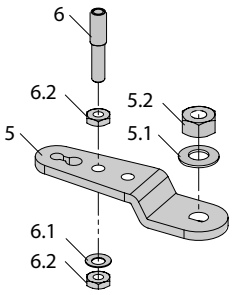
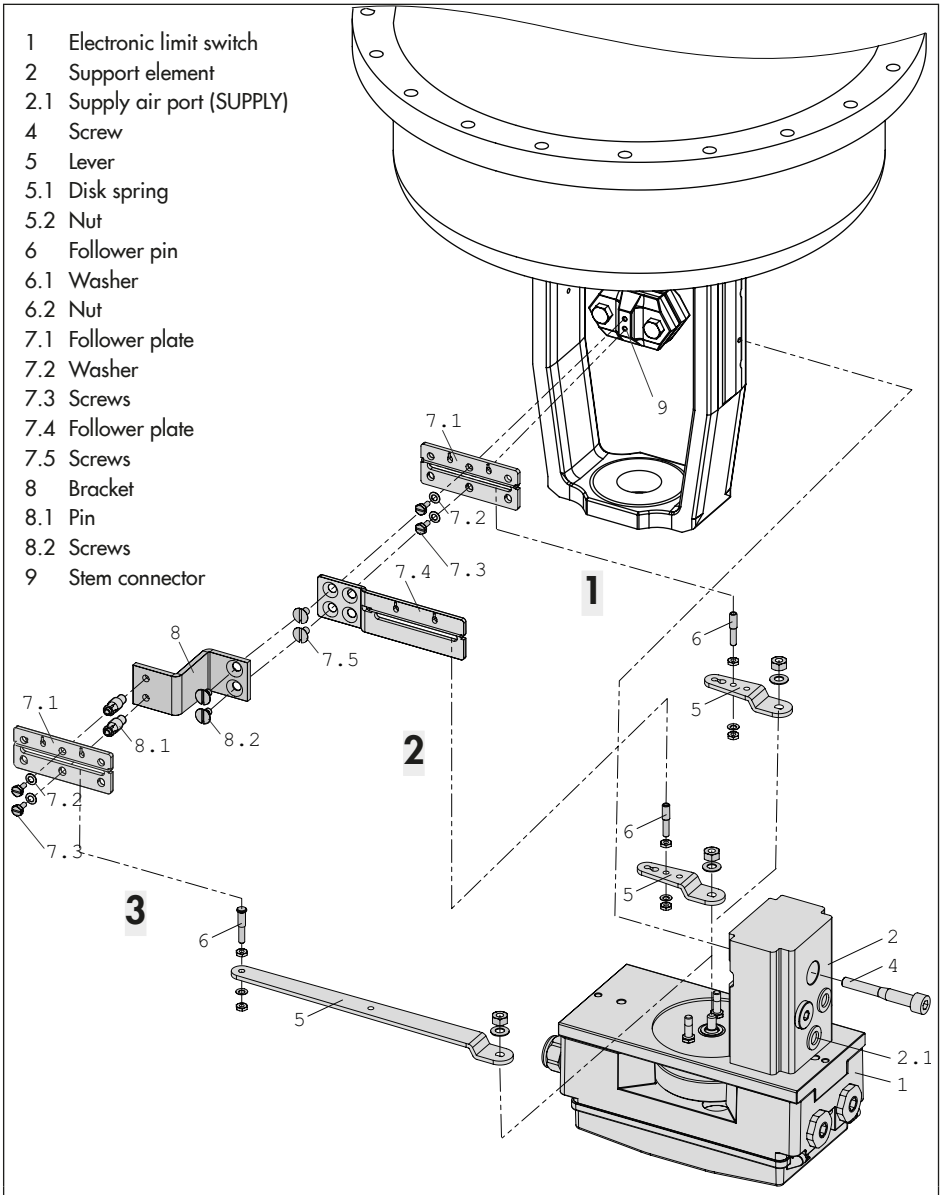

Fig. 6: *Fastening the follower pin on the lever*
Fig. 7: *Mounting the electronic limit switch on linear actuators*
1. Select lever (5) according to Table 2.
2. Insert the follower pin (6) in the pin position according to Table 2 of the lever (5). Fasten tight using shim and nuts (Fig. 6).
3. Place the lever (5) on the shaft of the support element (2) and fasten it tight using the disk spring (5.1) and nut (5.2).
4. **Mounting to actuators with 120 to 700 cm² actuator areas (Fig. 7 1):**
Mounting to Type 3271 Actuators with 1400 and 2800 cm² actuator areas and with 200 mm rated travel (Fig. 7 2)
Mounting to Type 3271 Actuators with 2800 cm² actuator area and with 50, 100 or 200 mm rated travel (Fig. 7 3)